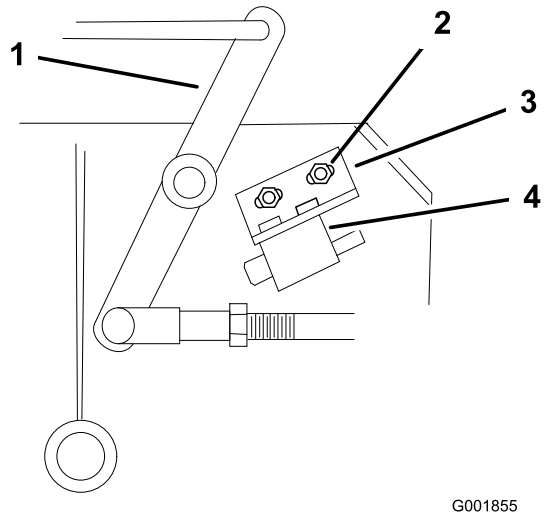

Figuur 49
4. Stel indien nodig de veiligheidsschakelaar af door de bouten los te draaien waarmee de beugel van de schakelaar is bevestigd (Figuur 49).
Opmerking: Zorg ervoor dat de haakse hendel de behuizing van de schakelaar **niet raakt** omdat er anders schade aan de schakelaar kan ontstaan (Figuur 49). Draai de montagebeugel van de schakelaar vast.